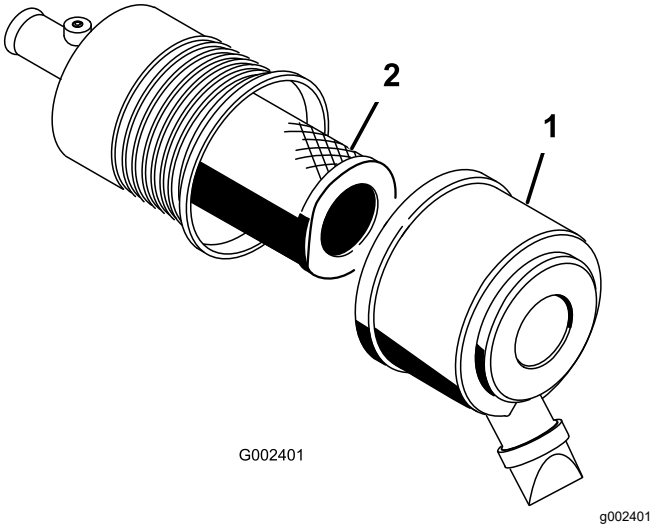

Figur 54
2. Åbn låsene, der fastgør luftfilterdækslet til luftfilterhuset (Figur 54).
3. Fjern dækslet fra luftfilterhuset (Figur 54).
5. Afmonter, og udskift filteret (Figur 54).